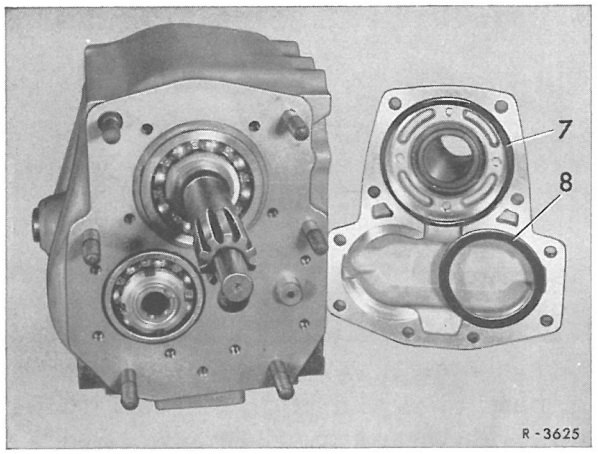

Fig. 26-7/2
5 Befæstelsesboltene (9) for lejerøret (lo) skrues ud, og lejerøret tages af (fig. 26-7/3).